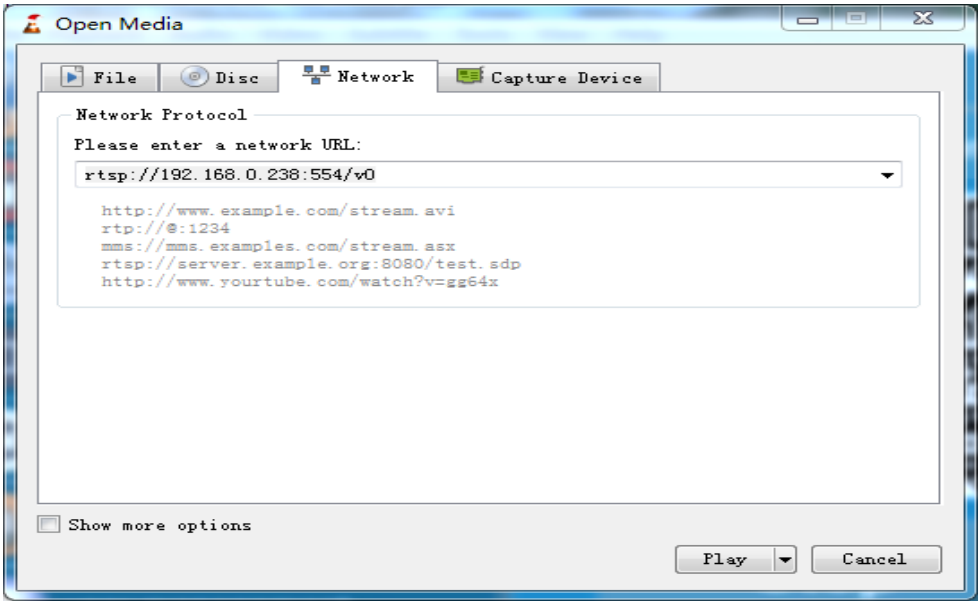

Рис. 37 Настройки VLC плеера на ПК
4) Укажите RTSP адрес в строке как показано на рис. 37 (RTSP адрес трансляции указан над QR кодом в приложении TesterPlay), нажмите кнопку Play (Воспроизведение);